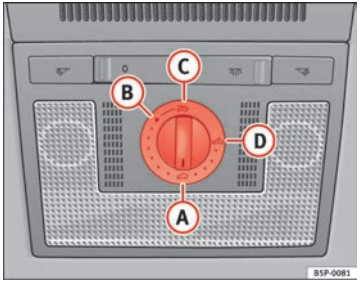

Fig. 68 Roof lining description: sliding/tilting sunroof rotary knob
– Turn the rotary button to position (A) ⇒ fig. 68 ⇒ ⚠.